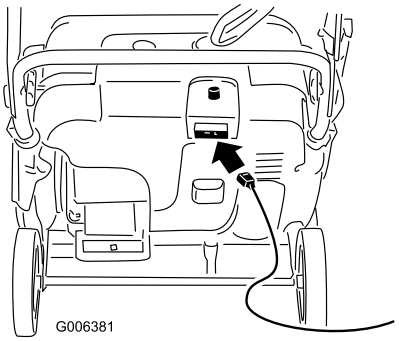
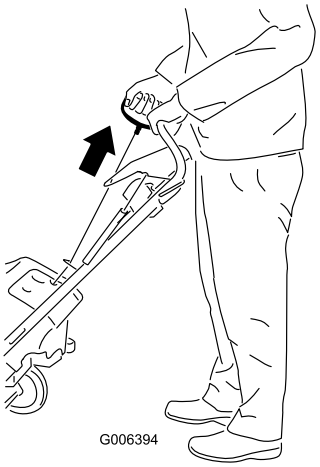

Rysunek 17
Rysunek 18
4. Podłącz przedłużacz do źródła zasilania i maszyny, po czym naciśnij przycisk rozrusznika elektrycznego (tylko model 38569) (Rysunek 17) lub pociągnij za uchwyt rozrusznika linkowego (Rysunek 18).